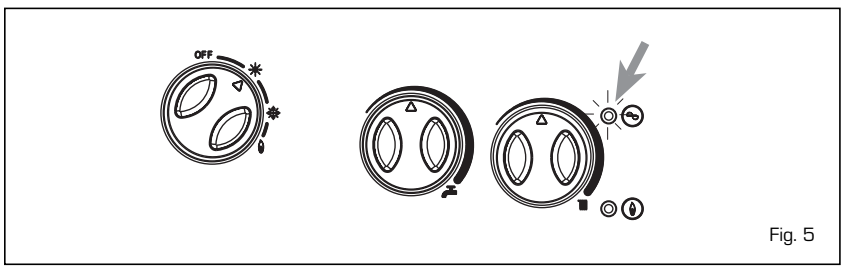

Fig. 5
– **Autres pannes** (fig. 5)
Au cas où le voyant bicolore vert clignotant s'allumerait (fig. 5) la chaudière ne marche pas. Pour rétablir le bon fonctionnement réarmez le bouton du thermostat.